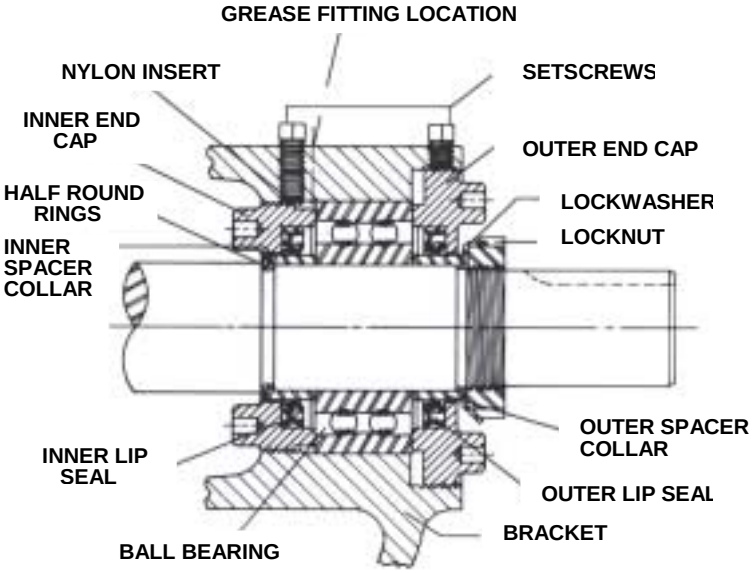

FIGURE 7
5. Tap shaft forward approximately 0.5 inch and remove pair of half round rings under inner spacer collar. There is no pair of half round rings on Q, QS and M size pumps. **Refer to Figure 7.**
9. Loosen the four setscrews over the outer and inner end caps. Remove both end caps, spacer collars and ball bearing. **Refer to Figure 7.** The inner end cap can be removed through the side openings in the bracket.
Place pair of half round rings on shaft and slide inner bearing spacer collar over half round rings to lock them in place. There is no pair of half round rings on Q, QS and M size pumps. **Refer to Figure 7,** page 8.
9. Press lip seal, lip facing end of shaft, in inner end cap and insert end cap through shaft end of bracket. Turn end cap clockwise, looking at shaft end, until it engages threads. End cap spanner wrench holes must be facing rotor. Turn end cap with spanner wrench until it projects slightly from opening on side of bracket. End cap must not be turned so far that lip seal drops off end of spacer collar on shaft or end cap becomes disengaged from threads. **Refer to Figure 7,** page 8.
11. Press lip seal, lip facing end of shaft, in outer end cap and insert end cap in bracket. Turn end cap in bracket until it is tight against bearing. **Refer to Figure 7,** page 8.
12. Put lockwasher and locknut on shaft. Insert length of hardwood or brass through port opening between rotor teeth to keep shaft from turning. Tighten locknut to 120-150 ft.– lbs. Torque (LS) or 170-190 ft. – lbs. Torque (Q, QS, M). Bend one tang of lockwasher into slot of locknut. If tang does not line up with slot, tighten locknut until it does. Failure to tighten locknut or engage lockwasher tang could result in early bearing failure and cause damage to rest of pump.